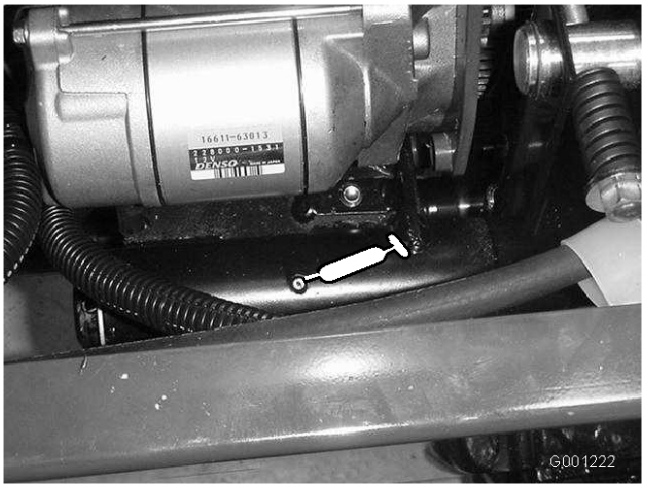

Figur 39
- Kraftuttagets spänntapp (Figur 39)
- Bakre kraftuttagslagret (Figur 39)